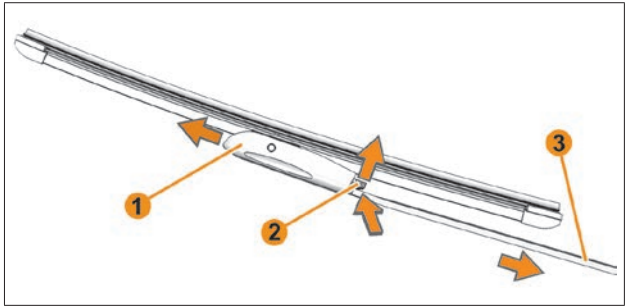

Рис. 9.1. Щетки стеклоочистителя ветрового стекла
Регулярно проверяйте состояние щеток стеклоочистителя (рис. 9.1).
- При выключенном зажигании поднимите рычаг стеклоочистителя **3** (рис. 9.1);